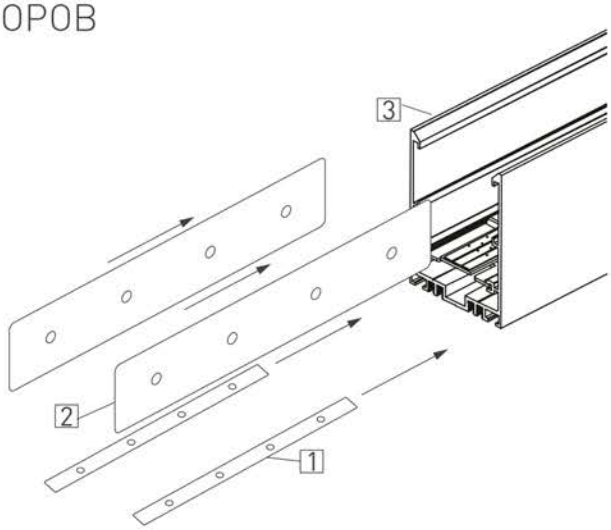

Рис. 5. Установка соединителей в пазы шинопровода
3.20. Установите в пазы шинопровода [3] коннекторы SIDE [2] и UP [1] на половину длины и закрепите их установочными винтами из комплекта поставки (см. рисунок 5).